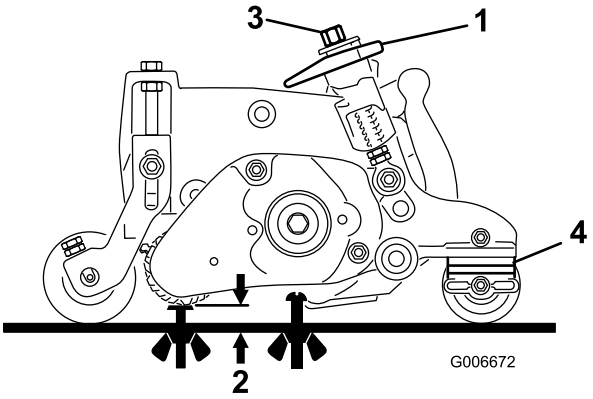

Bild 40
3. Drehen Sie die Express-Hubhebel (Bild 40) auf die eingekuppelte Stellung (Griff zeigt zur Vorderseite der Schneideinheit). **Stellen Sie die Messlehre mit der Tabelle mit dem empfohlenen Bereich für die Schnitthöhe und die Groominghöhe ein.**
4. Messen Sie an einem Ende der Groomerspindel den Abstand von der niedrigsten Spitze des Groomermessers bis zur Arbeitsoberfläche (Bild 40). Drehen Sie das Handrad zur Höheneinstellung (Bild 40), um die Spitze des Groomermessers auf die gewünschte Höhe anzuheben oder abzusenken.